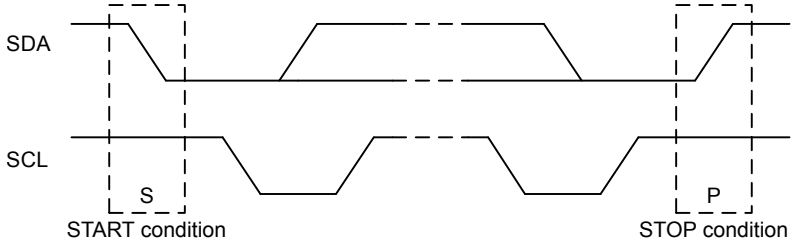

Figure 22.4. I2C START and STOP Conditions
START and STOP conditions are used to initiate and stop transactions on the I²C-bus. All transactions on the bus begin with a START condition (S) and end with a STOP condition (P). As shown in Figure 22.4. I2C START and STOP Conditions, a START condition is generated by pulling the SDA line low while SCL is high, and a STOP condition is generated by pulling the SDA line high while SCL is high.